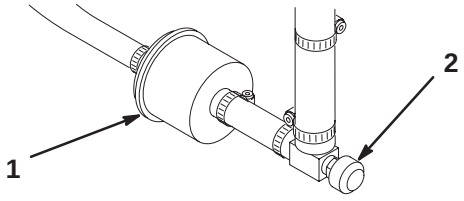

**Figure 40**
An in-line filter is incorporated into the fuel line between the fuel tank and carburetor (Fig. 40). Replace the filter every 800 hours or sooner if the fuel flow is restricted. Be sure the arrow on the filter is pointing away from the fuel tank.
1. Close the fuel shut-off valve, loosen the hose clamp (Fig. 40) on the carburetor side of filter and remove the fuel line from the filter.
2. Place a drain pan under the filter, loosen the remaining hose clamp, and remove the filter (Fig. 40).